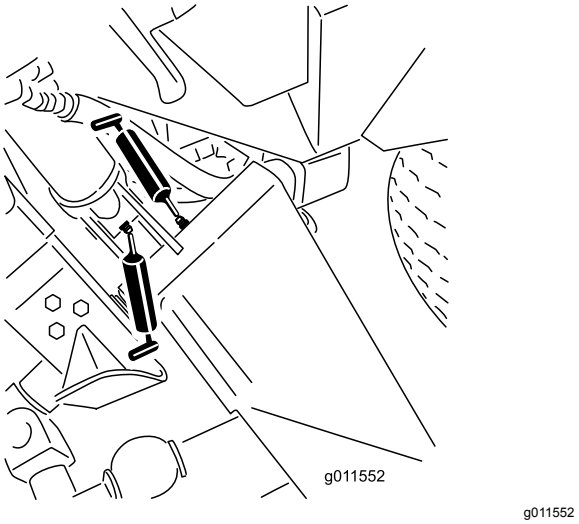

**Figuur 66**
- Lagerbussen van hoofdhefarm (6) (Figuur 66 en Figuur 67)